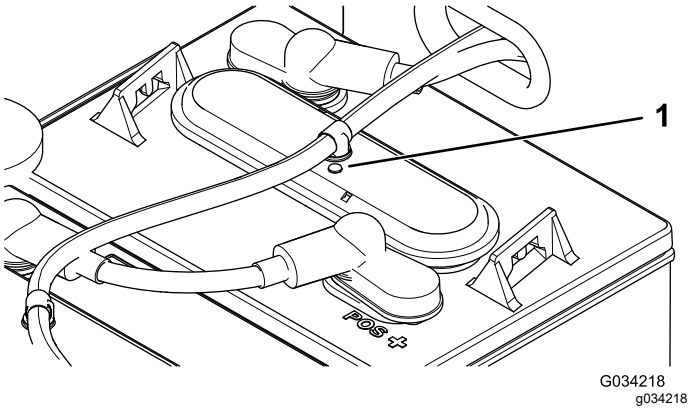

Figur 40
3. Kontroller maljene på hvert batteri for å se om de er enten svarte eller hvite (Figur 40).